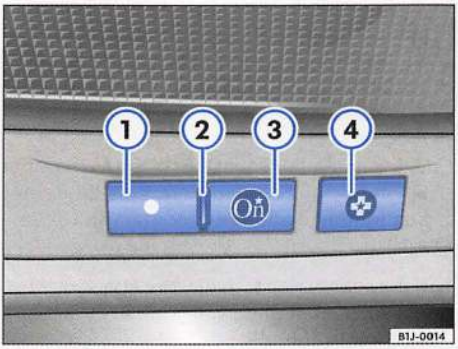

Fig. 5 DOT button
– Press the DOT button ⇒ fig. 5 (1) at the end of a call. You'll hear the words **<OnStar Request Ended>**.